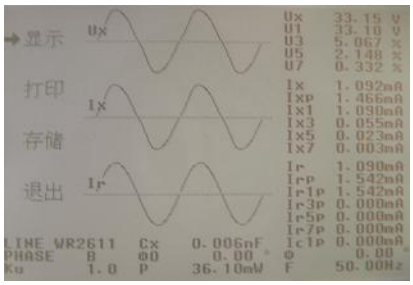

图 8 测试结果一
(8)出现图 8 测量结果后，长按鼠标确认键 3 秒钟，可以在显示、打印、存储、退出的画面转换。
(9)测试完毕，会出现测试结果，如图 8 所示。
(10)在图 8 的测试结果显示中，各参数的意义如下：